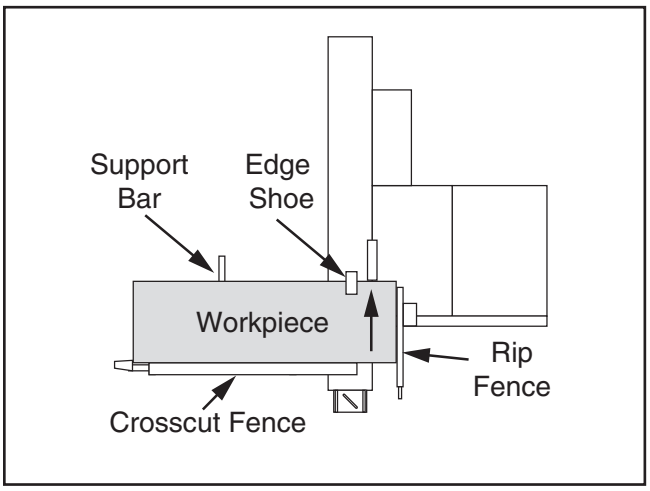

Figure 116. Crosscutting using the rip fence as a cut-off gauge.
When set up properly, the crosscut fence can support workpieces while using the rip fence as a cut-off gauge, as shown in **Figure 116**.
1. Install crosscut fence in rear position of crosscut table, as illustrated in **Figure 116** on **Page 59**.